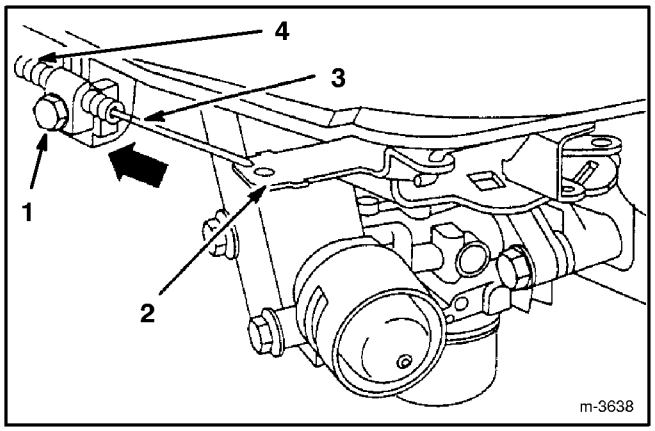

Abbildung 20
2. Die Kabelklemmschraube lösen, bis der Gaszug rutscht (Abb. 20).
3. Reglerhebel, Gaszug und Gehäuse so weit wie möglich in Pfeilrichtung bewegen (Abb. 20).